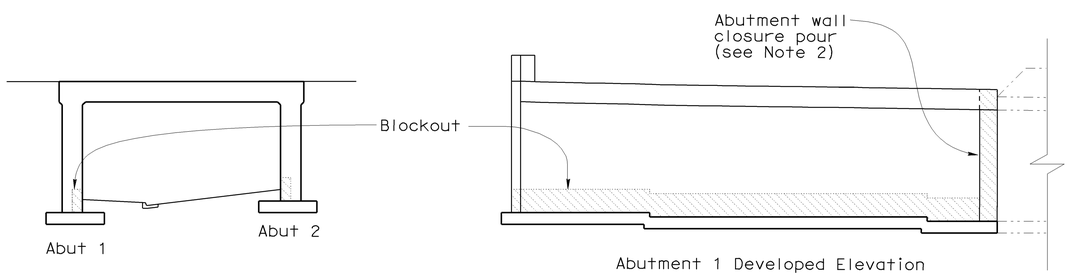

FIGURE 3
5. Place blockout concrete and abutment wall closure concrete (Figure 3)